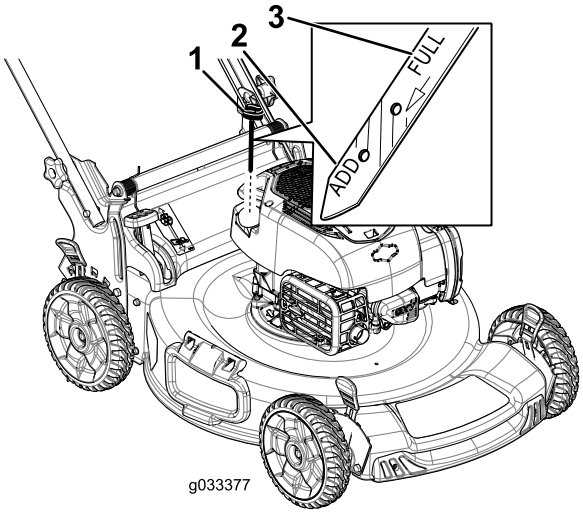

Figura 32
2. Retire la varilla (Figura 32).
4. Vierta aceite **lentamente** por el tubo de llenado hasta que el nivel de aceite llegue a la marca **Lleno** de la varilla (Figura 32). **No llene demasiado.**